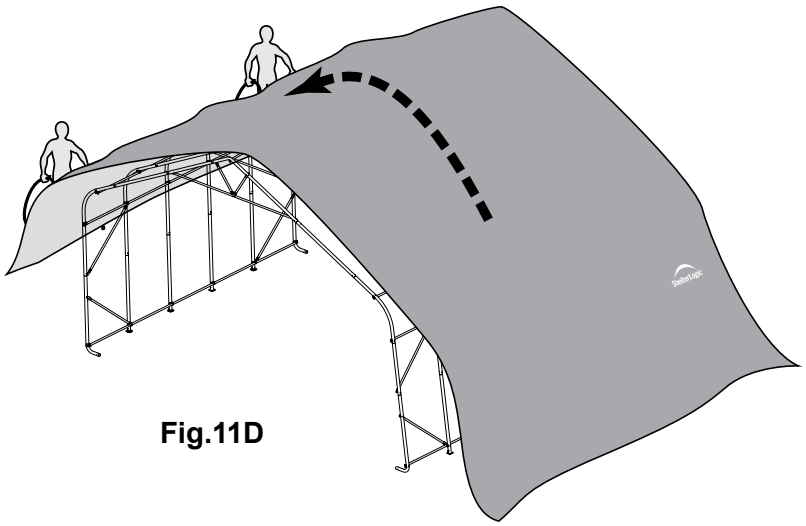

Fig.11D
D. Allez de l'autre côté de l'armature et placez la toile sur l'armature en tirant sur les cordes. Cette opération peut nécessiter deux personnes ou plus (fig. 11D).